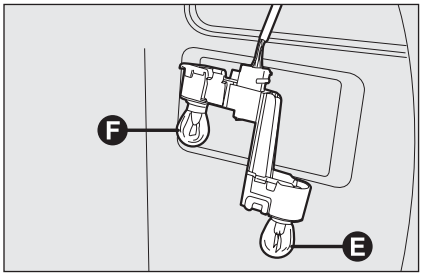

fig. 40 A0E0297m
- ❒ quite y sustituya la lámpara que se desea cambiar, empujándola ligeramente y girándola hacia la izquierda **fig. 40**: